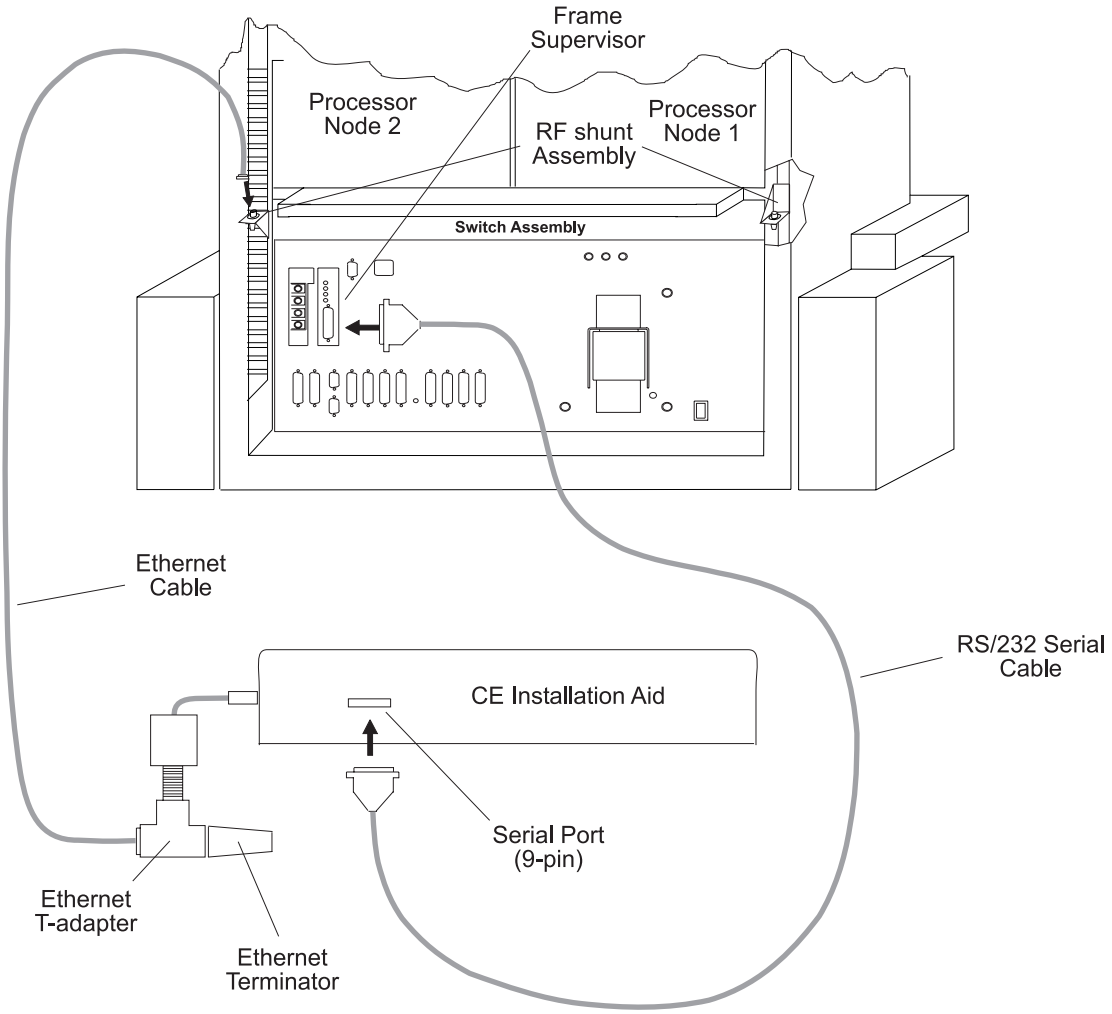

Figure 1-20. Connecting the CE Installation Aid (ThinkPad) to a frame
c. Refer to the ThinkPad cabling diagram, Figure 1-20 on page 1-38.